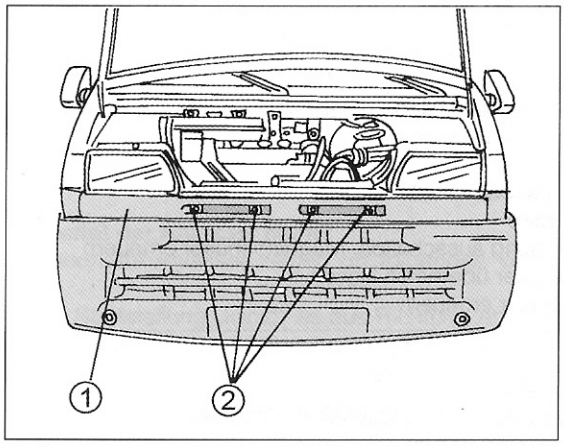

Bild 320
- Kühlergitter ausbauen. Dazu die Schrauben (2) in Bild 320 herausdrehen und das Kühlergitter (1) nach vorn herausziehen.